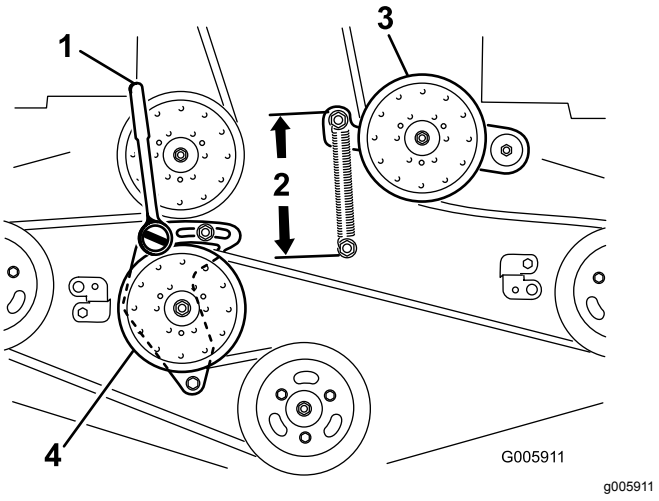

**Figuur 90**
6. Draai de arm van de vaste spanpoelie los en beweeg deze om de spanning eraf te halen (Figuur 90).
9. Plaats een dopsleutel met een kort verlengstuk of een onderbrekerstang in het vierkante gat in de arm van de vaste spanpoelie (Figuur 90).
11. Om de riemspanning te vergroten, draait u de dopsleutel of onderbrekerstang linksom zodat de arm van de vaste spanpoelie beweegt totdat de afstand tussen de haken van de veer 16,5 cm bedraagt (Figuur 90).